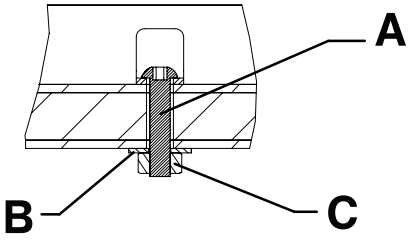
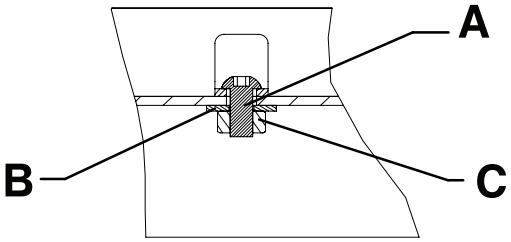

Figura 12 – Șine de ghidare cu montare pe podea - Vederea 5A
Figura 13 – Șine de ghidare cu montare pe tavă - Vederea 5B
5. Ancorați șinele de ghidare de podea sau de tavă folosind două șuruburi cu cap bombat combinat M8 (A), două șaibe plate M8 (B) și două piulițe M8 (C) (nefurnizate) (Figura 12 sau Figura 13).